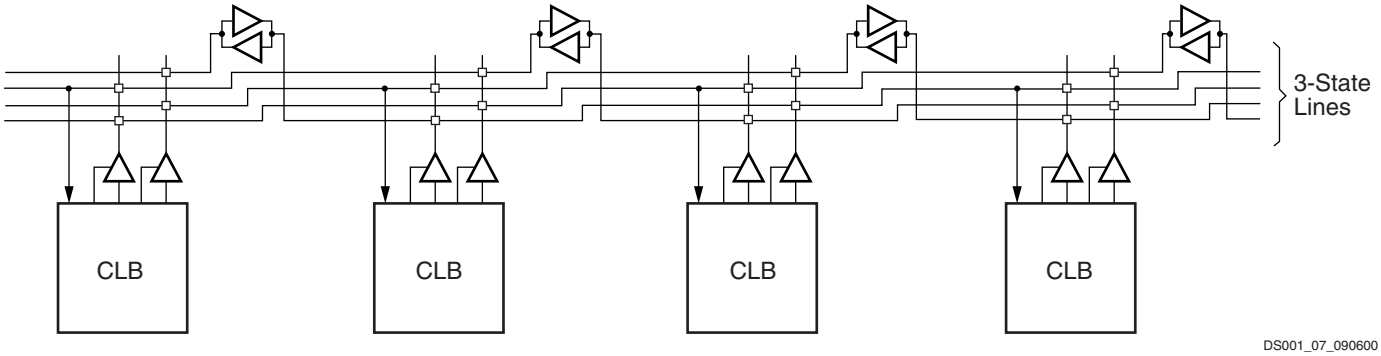

Figure 10: **BUFT Connections to Dedicated Horizontal Bus Lines**
- Horizontal routing resources are provided for on-chip 3-state busses. Four partitionable bus lines are provided per CLB row, permitting multiple busses within a row, as shown in Figure 10.